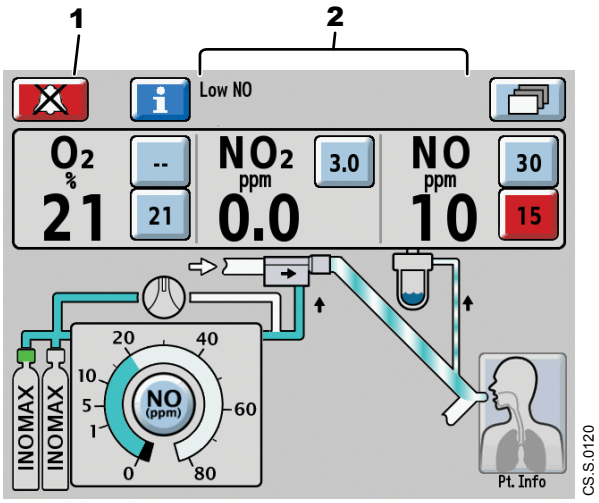

Figure 7-2 Main Screen alarming for Low NO
- Flashes red for high-priority alarms (see **1**, Figure 7-2). When the button is selected, the alarm is silenced for 120 seconds. The seconds count down from 120 to zero (see arrow, Figure 7-3).
The alarm message appears at the top of the **Main screen** (**2**, Figure 7-2) until the alarm clears.